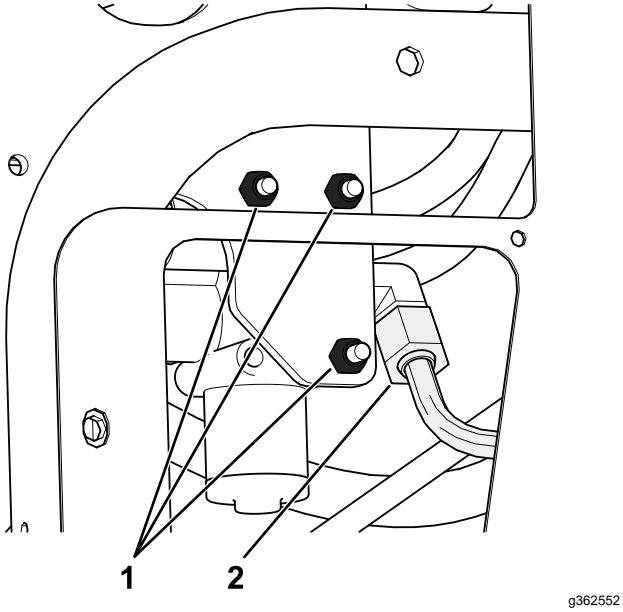

Figura 5
A. Retire los 3 pernos y tuercas que sujetan la válvula de elevación existente al bastidor, y sepárela del bastidor para poder retirar el acoplamiento en T (340-94), como se muestra en la Figura 5.